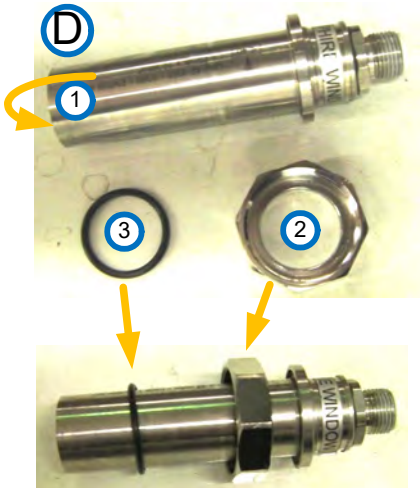

Figura 10-34: Sensor, arandela y tuerca
Paso 7. Al reemplazar un sensor, extraiga la tuerca **(2)** y la arandela **(3)** que se muestran abajo en la Figura 10-34.